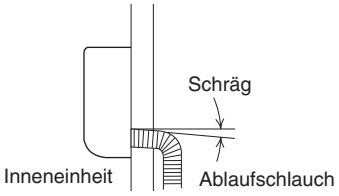

Abb. 3-35
a) Der Ablaufschlauch soll ein Gefälle nach außen aufweisen. (Abb. 3-35)